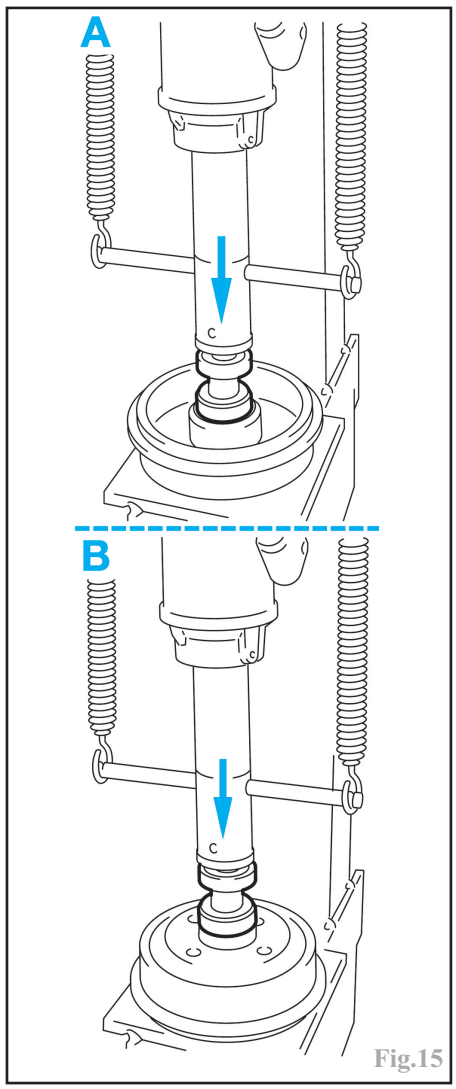

Fig.15
À la presse et à l'aide d'un mandrin approprié, extraire le roulement du moyeu depuis l'intérieur du tambour, et en prenant appui sur sa bague extérieure (A) (Fig.15).